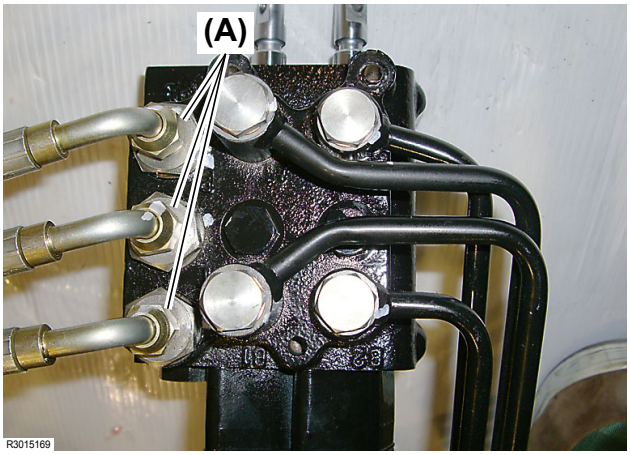

Fig. 7
7. Remove the three (3) joints **(Fig. 7, (A))**.